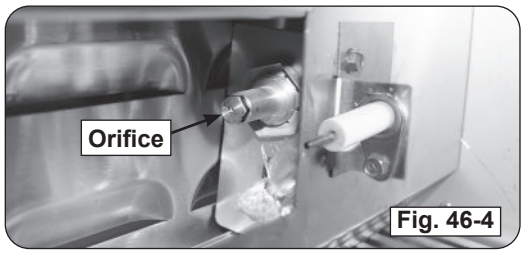

Fig. 46-4
6. Use a $^3/_8$" hex nut driver to remove the exposed orifice (Fig. 46-4). Check orifice. If needed, replace it with the correct orifice for the new gas.